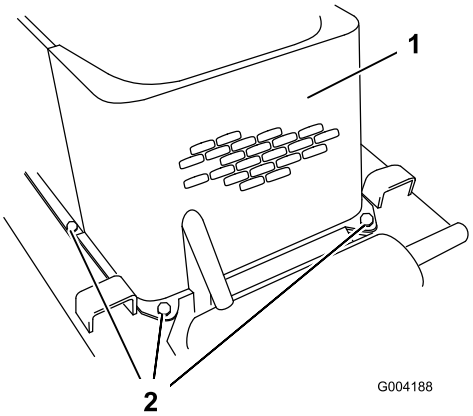

**Figuur 27**
5. Verwijder de 4 bouten waarmee het voorscherm aan het frame van de tractie-eenheid is bevestigd (Figuur 27).